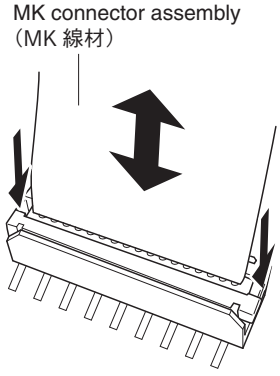

Fig. 3（図 3）
* ***When attaching the MK connector assembly (DMLCD circuit board: CN401), insert or pull the MK connector assembly while pressing the both side portions of the connector downward. (Fig. 3)***
※ MK 線材（DMLCD シート：CN401）の取り付け、取り外しは、コネクタの両脇を下に押しながら MK 線材を抜き差しします。(図 3)
* ***When attaching the MK connector assembly (DMLCD circuit board: CN501), insert or pull the MK connector assembly while pressing the both side portions of the connector downward. (Fig. 3)***
※ **MK 線材（DMLCD シート：CN501）の取り付け、取り外しは、コネクタの両脇を下に押しながら MK 線材を抜き差しします。(図 3)**